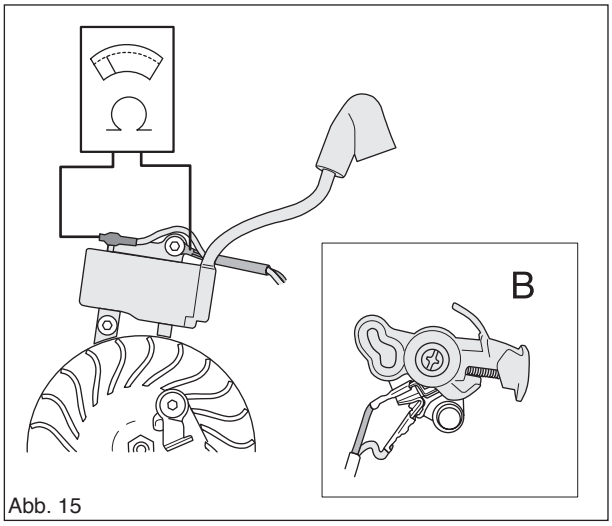
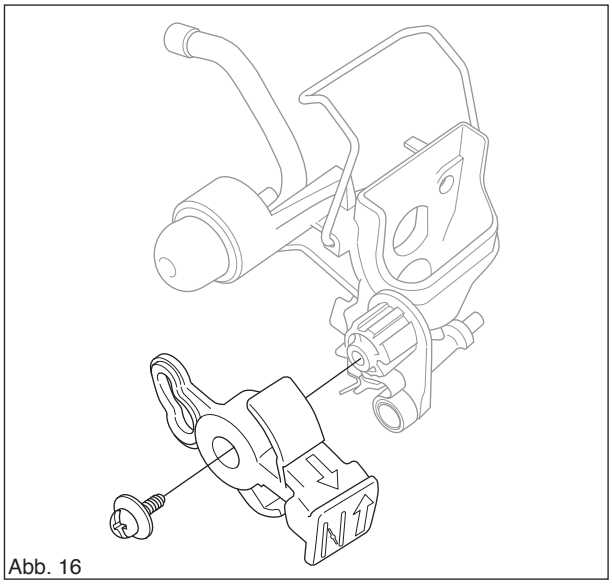

Abb. 15
Abb. 16
Ein Multimeter mit der Zündspule verbinden und den Widerstand messen. ACHTUNG! Der Stromschalter muss eingeschaltet sein (A), um einen korrekten Ausschlag zu erhalten. (Siehe Abb. 15.)
Der Stoppschalter ist in seiner unteren Stellung eingeschaltet (A) (siehe Abb. 15) und in seiner neutralen Stellung ausgeschaltet (B). (Siehe Abb. 16.)